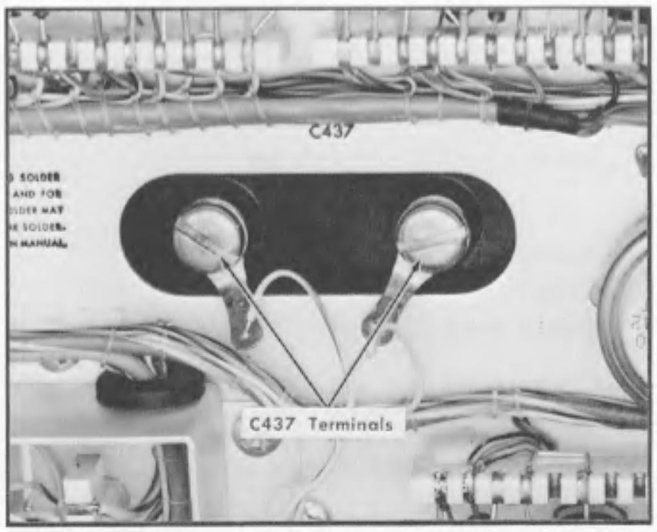

Fig. 6-9. Location of C437 terminals.
b. Short circuit the terminals of C437 (20,000 μF) together with a jumper wire. See Fig. 6-9 for location of C437 terminals.